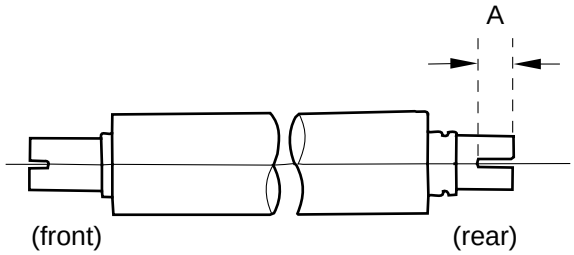

Figure 6-221
a. Orient it so that the side with a longer cut-off (section A in Figure 6-221) is toward the rear.